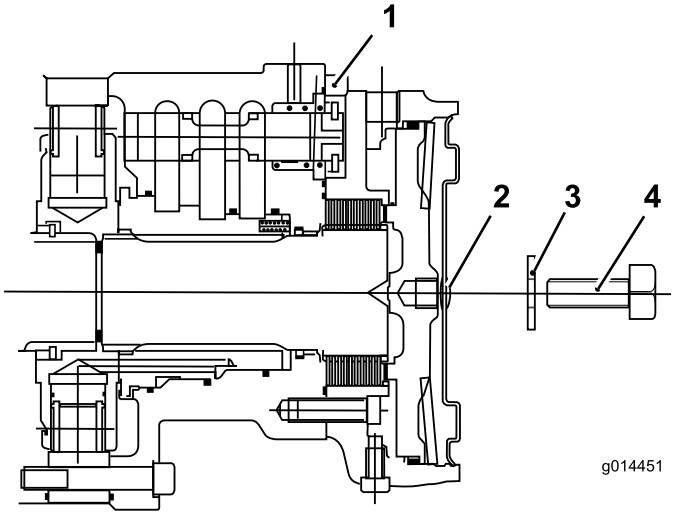

Figur 48
C. Monter sekskantpluggen i motorendeplaten (Figur 48).